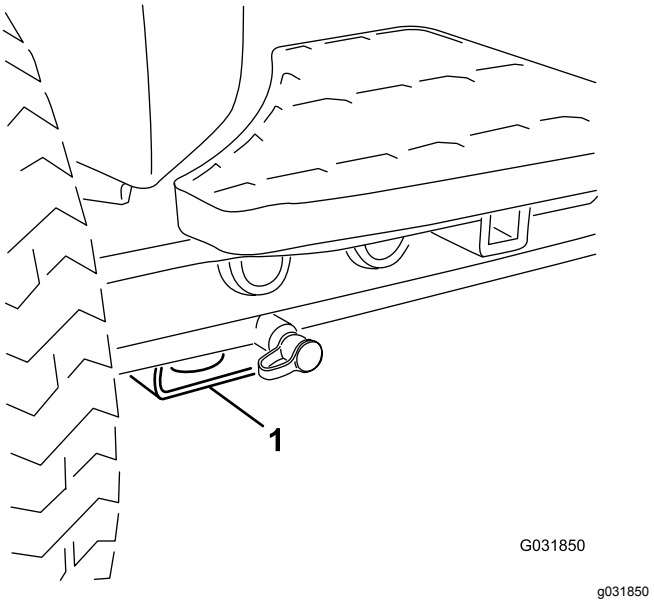

Figuur 75
- Voor – rechthoekig blok, onder de asbuis, aan de binnenzijde van beide voorwielen (Figuur 75).